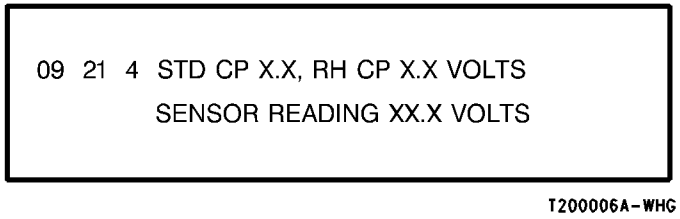

**Figure 1 Message Display**
2. ( Figure 1): Enter code [ **0921-4**. The following message is displayed.